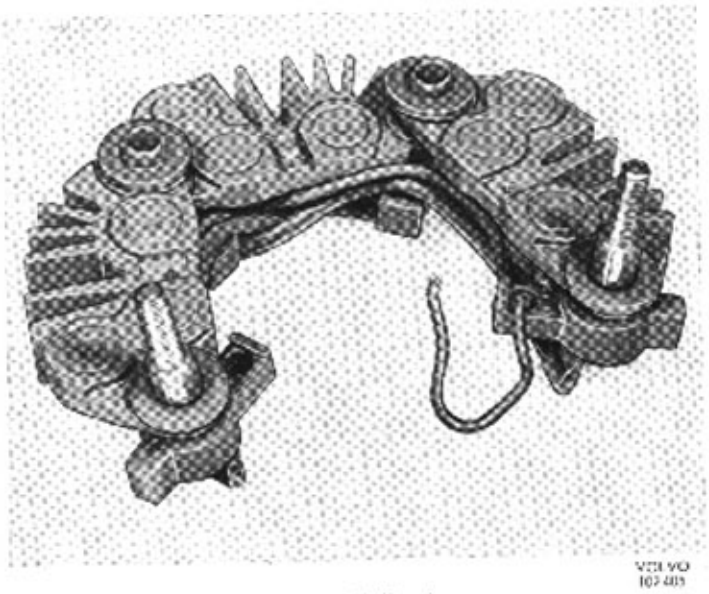

Bild 32-33. Likriktarbrygga
3. Ta bort de två stora skruvarna med rund skalle samt fjäder- och planbrickorna och lyft upp likriktarbryggan. Isärtagen likriktardel och stator, bild 32-33 och 32-34.